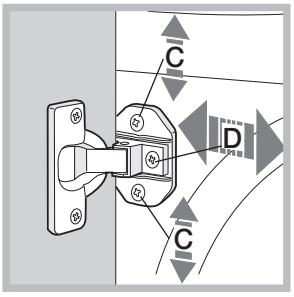

Rys. 7
- Aby wyregulować położenie panelu w pionie i w poziomie, należy użyć śrub **C** i **D** w sposób pokazany na *rys. 7.*